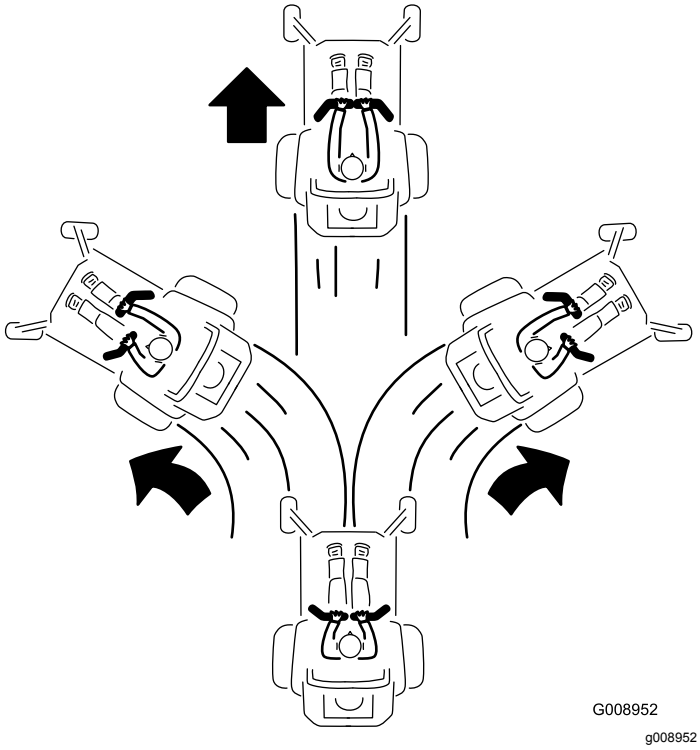

Figura 25
3. Para ir hacia adelante, empuje lentamente las palancas de control de movimiento hacia adelante (Figura 25).